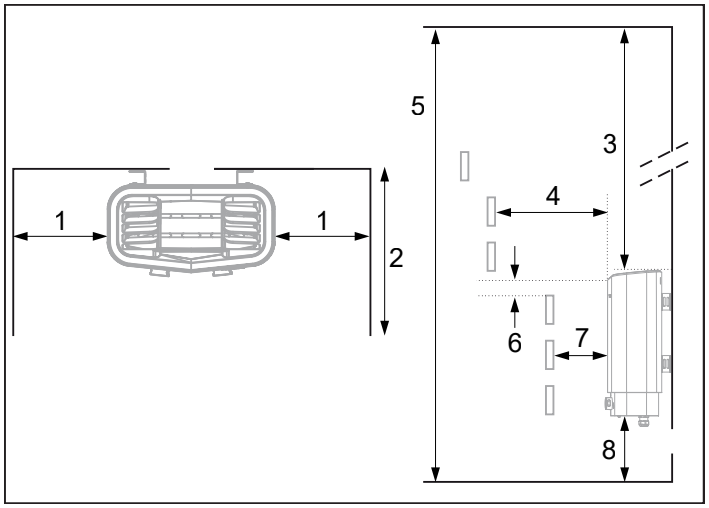

Afbeelding 3: Plaatsing van de kachel - installatie in een nis (minimaal toegestaan volume 4 m³)
- op dezelfde wand als waar de deur zit (in uitzonderlijke gevallen kan deze op de zijwand worden geïnstalleerd, als deze zich zeer dicht bij de deur bevindt). De kachel mag ook in een nis worden geïnstalleerd (zie afbeelding 3).
Plaats de kachel op veilige afstand van de vloer, zijwanden en binneninrichting (zie afbeelding 3).